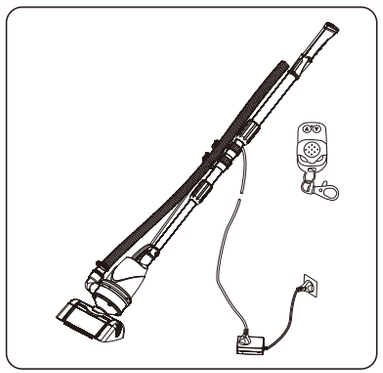
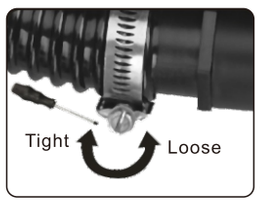

figure 6
figure 7
6、When used at the first time, please refer to Figure 6 and Figure 7 to assemble the handle and the discharge pipe. The discharge pipe is connected to the outlet of the cleaner and lock it tightly by the clamp. It may be held on the handle by the hook. Connect the cable of the cleaner to the remote socket, and then connect the remote socket to the electricity socket.